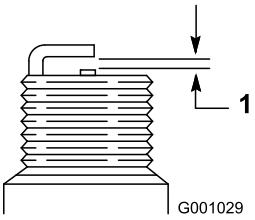

Rysunek 35
7. Ustaw przerwę między elektrodami na nowej świecy na 0,76 mm (Rysunek 35).